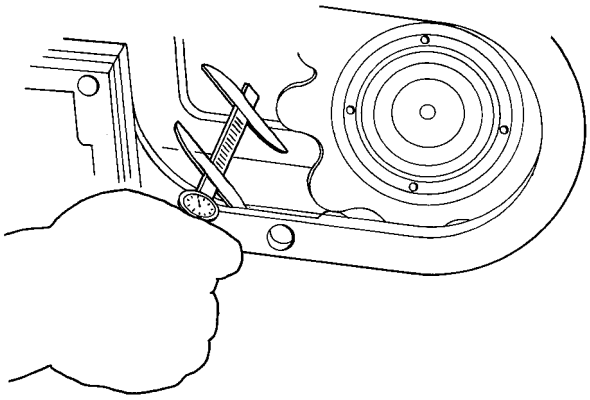
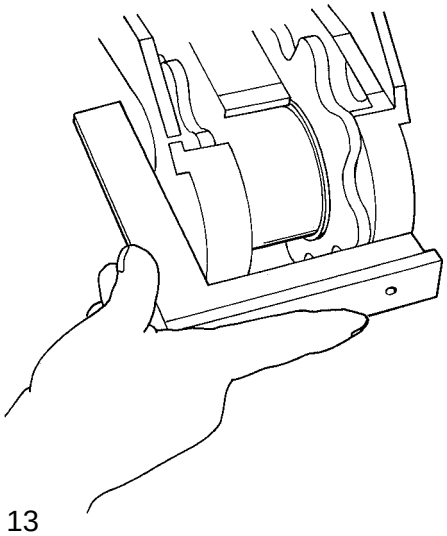

Fig. 12
Fig. 13
h) Set the outer guide in parallel to the inner one. See fig. 12 and fig. 13.